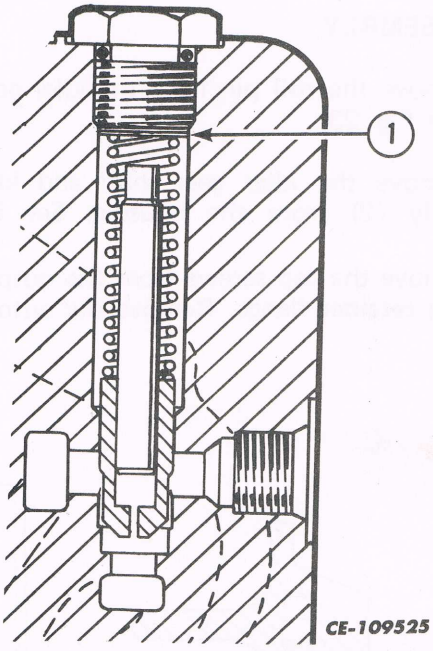

Fig. 19
1. Disconnect the IPTO pressure tube assembly (1) from the 1/4" tee in the rear frame. Install 0 - 2068 kPa (0 - 300 psi) gauge PLT-860-4 (3) with connector PLT-861-3 (2). See Fig. 19.
4. If the pressure reading is less than 1379-1585 kPa (200 - 230 psi) remove the plug and install shim(s) (1) under the pressure regulating valve plug (4) until pressure is within specifications. See Fig. 19 and 20.
5. After establishing 1379 - 1585 kPa (200 - 230 psi) specification, remove the gauge and connect the IPTO pressure tube to the tee. Remove the cap from the tee and connect tube assembly PLT-858-4 (1) with gauge in its place. Operate the IPTO in the full engagement position and the 1379 - 1585 kPa (200 - 230 psi) IPTO should be obtained if the sealing rings in the IPTO clutch piston and sealing rings with the drive shaft bushing are sealing properly. See Figs. 19 and 21.